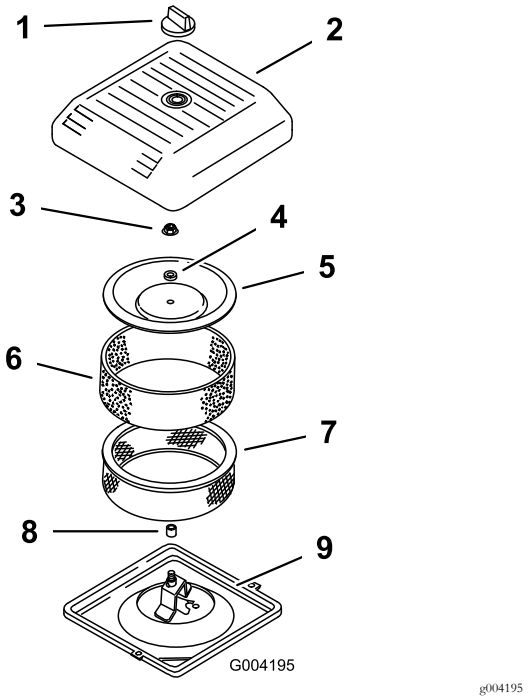

Figur 43
3. Öppna ratten och ta bort luftrenarkåpan (Figur 43).
4. Skjut försiktigt bort skumförfiltret från pappersinsatsen (Figur 43).
5. Skruva bort kåpans mutter och ta bort kåpan, distansbrickan och pappersfiltret (Figur 43).
2. Sätt dit luftrenaren på luftrenarbasen (Figur 43).
3. Montera kåpan och distansbrickan, och fäst kåpan med kåpmuttern (Figur 43). Dra åt muttern till 11 N·m.
4. Sätt tillbaka luftrenarkåpan och dra åt den med ratten (Figur 43).